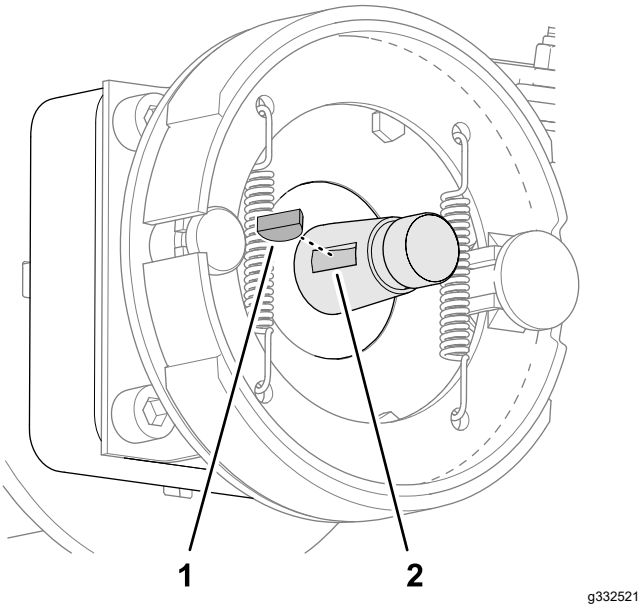

**Figur 65**
5. Fjern skivekilen fra hjulmotorakselen (Figur 65).